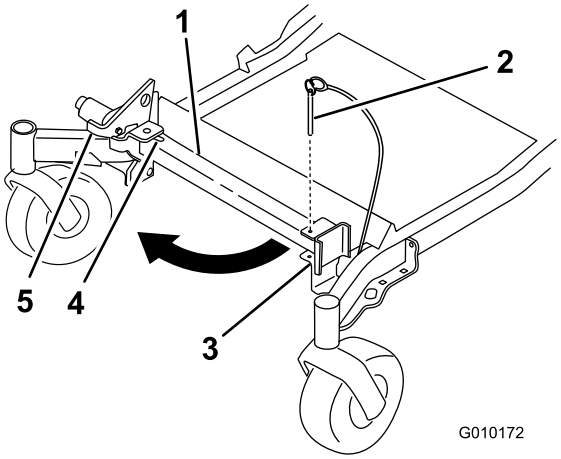
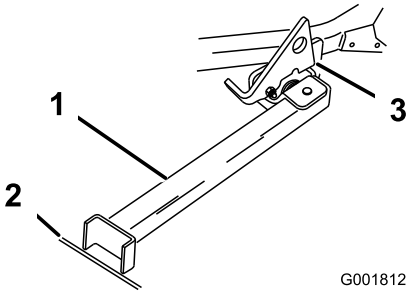

Figur 41
Figur 42
2. Ta bort fästpinnen (Figur 41).
3. Höj spärrhaken. För stativets fot utåt och skjut stativet mot maskinen, in i spårets botten (Figur 41 och Figur 42).
4. Sätt stativets fot på marken och låt spärrhaken vila på den vridbara fliken (Figur 42).
Obs: För bästa resultat ska du sätta stativfoten i fåror på underlaget eller sticka ned den i gräsmattan (Figur 42).
6. Kör upp på stativet. Stanna när spärrhaken faller ned över fliken i det låsta läget (Figur 42). När maskinen står på stativet lägger du i parkeringsbromsen och stänger av motorn.
5. Återställ stativet till viloläget (Figur 41).